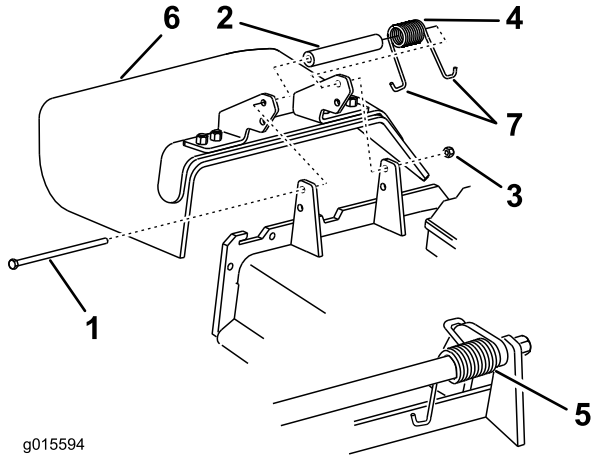

**Figuur 98**
1. Verwijder de borgmoer, bout, veer en afstandsstuk waarmee de bevestigingen van de grasgeleider vastzitten op de draaibeugels (Figuur 98). Verwijder een beschadigde of versleten grasgeleider.
**Opmerking:** Zorg ervoor dat één **J**-vormige einde van de veer is gemonteerd achter de rand van het maaidek voordat u de bout plaatst zoals wordt aangegeven in Figuur 98.
3. Monteer de bout en de moer. Plaats één **J**-vormig haakeind van de veer om de grasgeleider (Figuur 98).